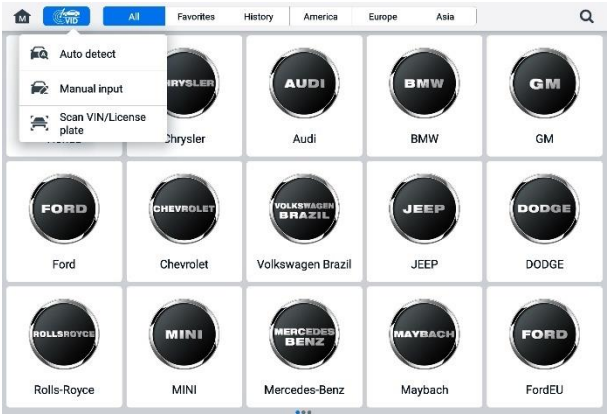

Figura 6-6 ***Skrin tal-Buttuna VID***
2. Tektek il-buttuna **VID** fuq il-toolbar ta' fuq (ara *Figura 6-6 Skrin tal-Buttuna VID*).
Tektek **Skennja l-VIN/Liċenzja P tard** fil-lista dropdown (ara *Figura 6-6 Skrin tal-Buttuna VID*), il-kamera tinfetaħ. Fuq in-naħa tal-lemin tal-iskrin, minn fuq għal isfel, hemm tliet għażliet disponibbli: **Skennja l-Bar Code, Skennja l-VIN,** u **Skennja l-pjanċa tar-reġistrazzjoni.**